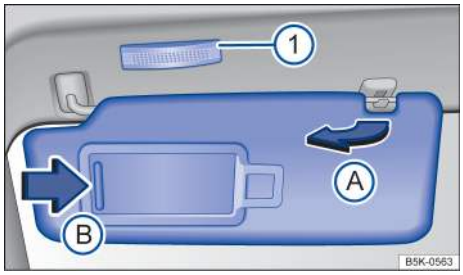

Fig. 87 Sun visor.
— Lift the sun visor out of the retaining clip → fig. 87 Ⓐ.
A vanity mirror is behind a cover in the sun visor. When you slide the cover open → fig. 87 Ⓑ, the light → fig. 87 ① comes on.